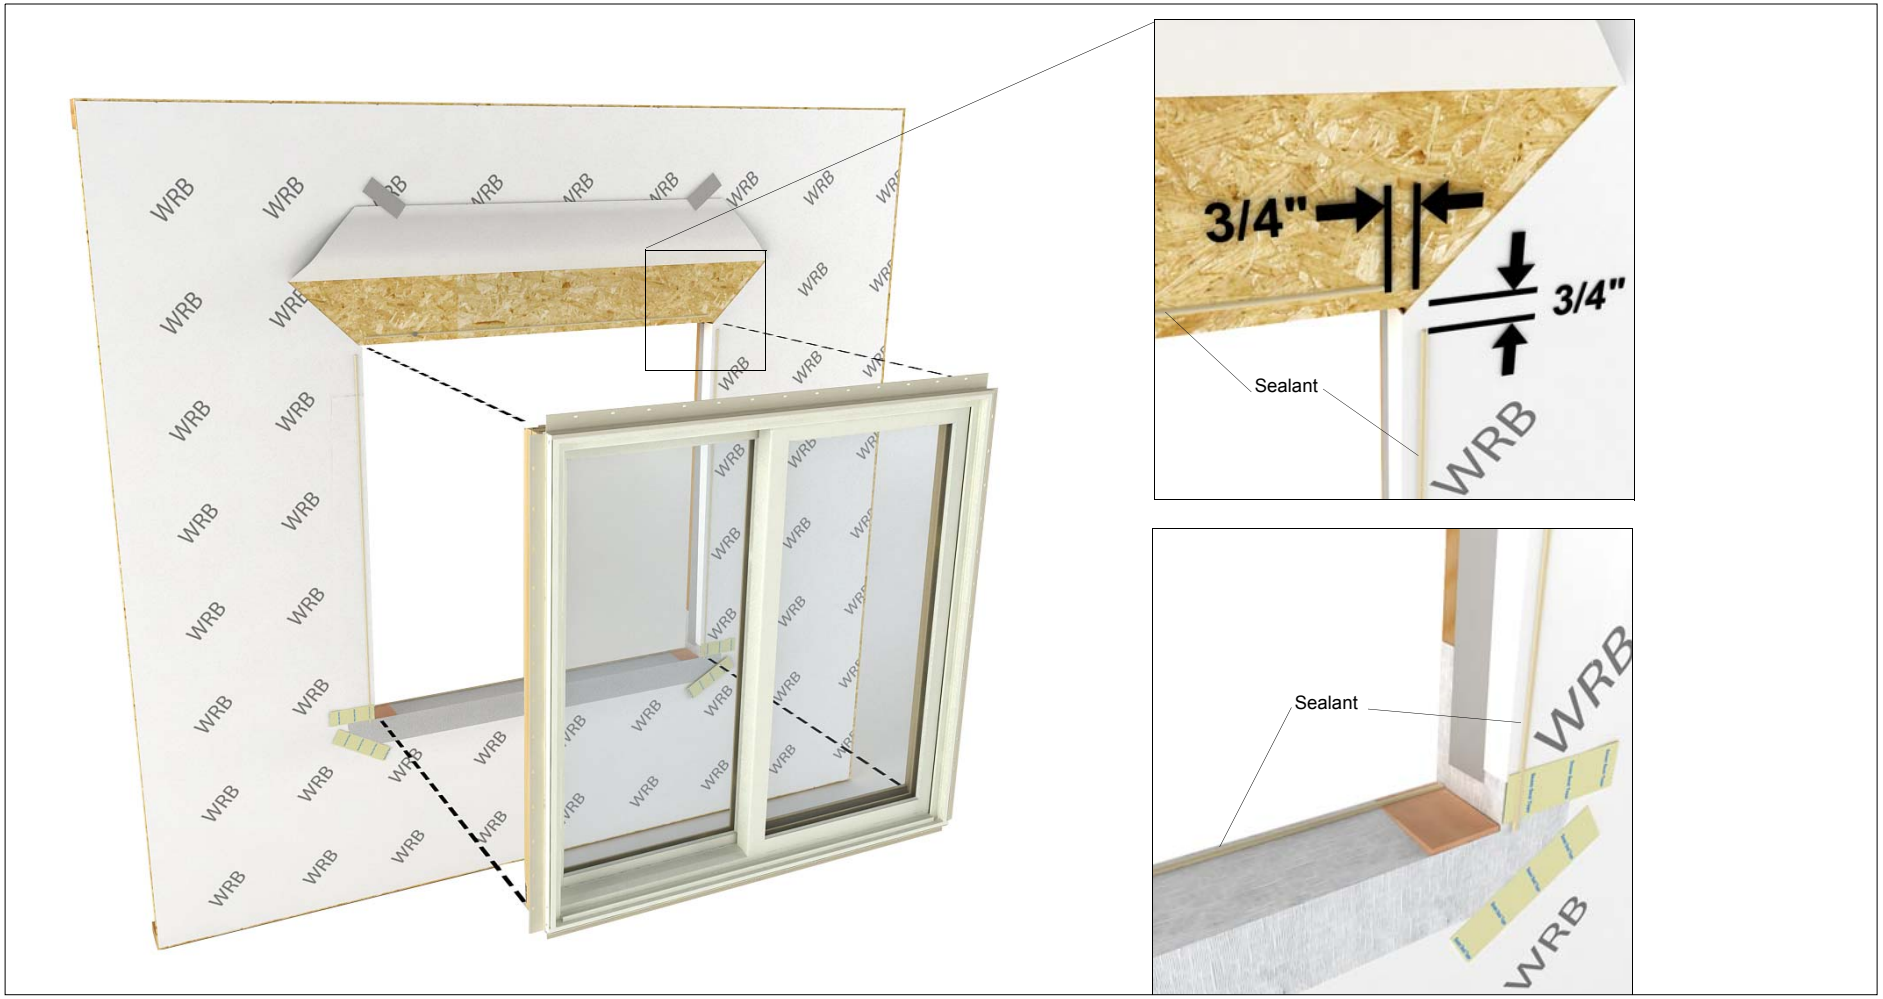

Figure 3 Install the window per installation instructions sent with the unit.
1. Starting in 3/4″ from the side, apply 1/4″ to 3/8″ bead of sealant 1/2″-3/4″ across the top of the RO stopping 3/4″ in from the end. Apply sealant down both sides of the window opening in the same manner. Do not apply sealant across the RO bottom. See figure 3.